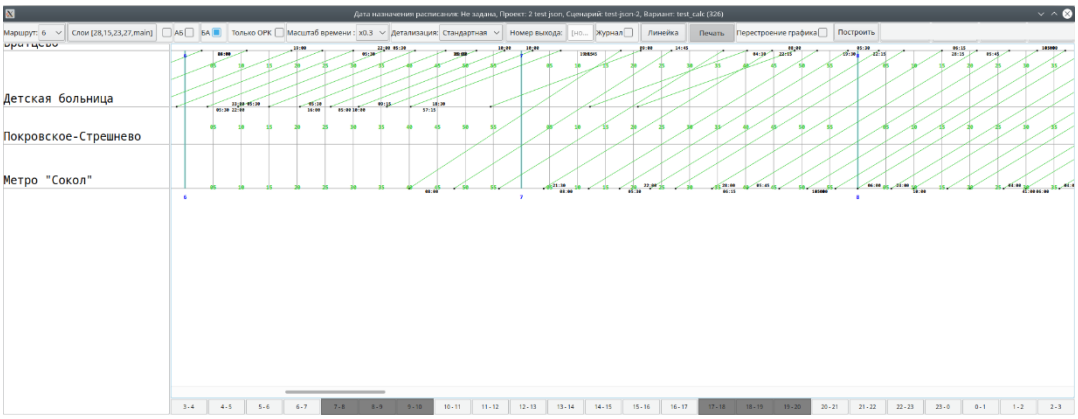

Рисунок 282 – Отображение направления выполнения рейса от последнего остановочного пункта маршрута до первого
– отображение только направления выполнения рейса от последнего остановочного пункта маршрута до первого (рисунок 282);